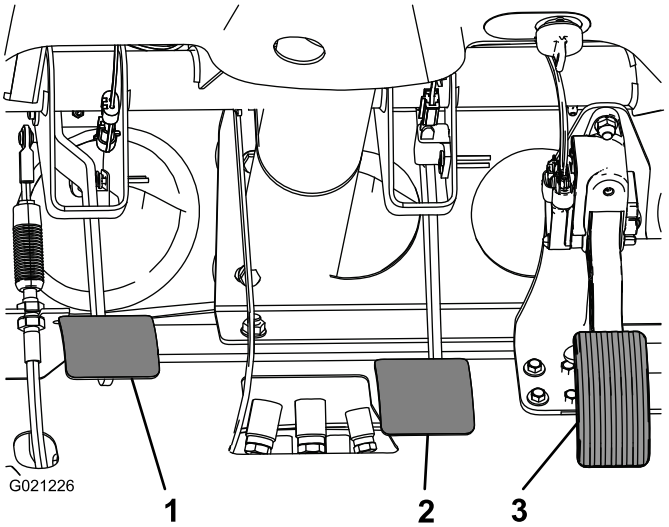

Figur 63
2. Løft op i bremsepedalen (Figur 63), indtil den berører stellet.
3. Løsn kontramøtrikkerne, der fastgør gaflen til hovedcylinderakslen (Figur 63).